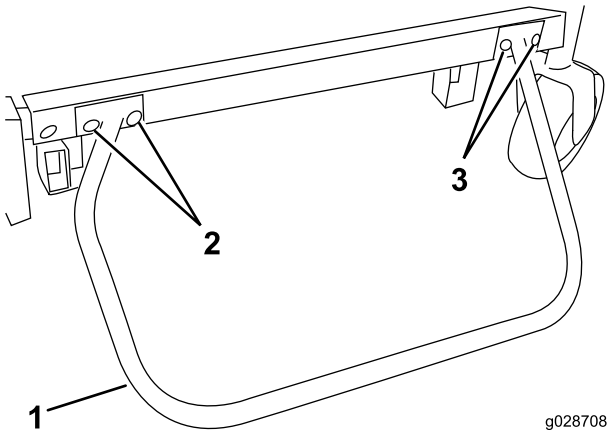

Figure 17
2. On right side of carrier frame, remove 2 forward capscrews (1/2–13 x 1-1/2 inch) securing the carrier frame to the lift arm (Figure 17).
4. Mount the bumper and secure it with 2 capscrews (1/2–13 x 1–1/2 inch) at the lift arm/carrier frame connection and 2 capscrews (3/8–16 x 1 inch) and 2 flange locknuts (3/8 inch – 16) at the front bracket location. Torque the capscrews (1/2–13 x 1-1/2 inch) to 95–108 Nm (70–80 ft–lb) (Figure 17).